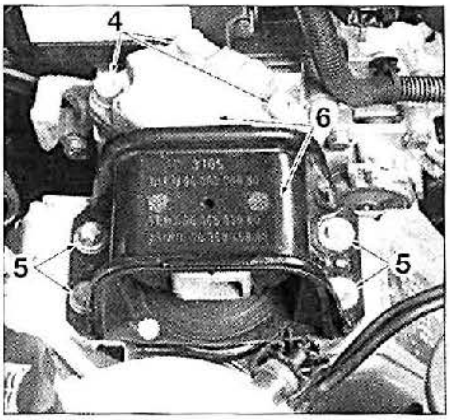
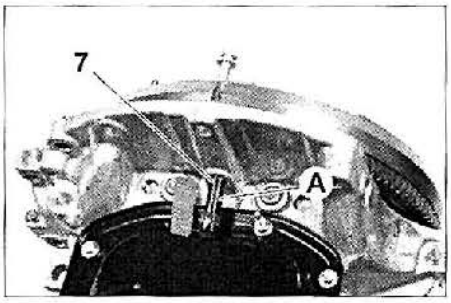
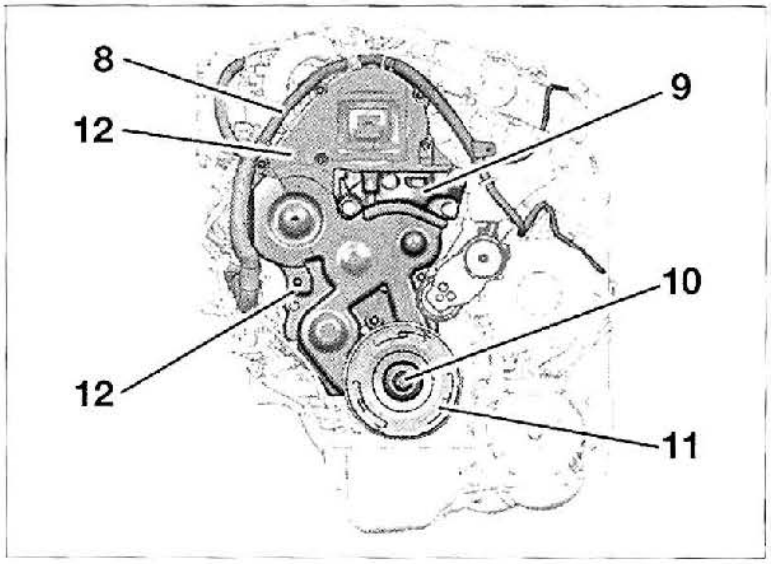

FIG. 5
FIG. 6
FIG. 7
- Desmontar **(fig. 5)**:
- el tornillo de fijación (4) y (5).
- los soportes motor (6).
- Inmovilizar el volante motor con un pasador (A) de 11,5 mm de diámetro y 55 mm de largo o del útil PSA 0194-C que debe colocarse en el taladro de calado (7) **(fig. 6)**.
- Separar el cableado eléctrico (8) del cárter de distribución **(fig. 7)**.
- Desmontar **(fig. 7)**:
- el soporte motor inferior (9).
- el tornillo de fijación de polea de cigüeñal (10).
- la polea de cigüeñal (11).
- las tapas de distribución (12).
- el pasador (A) del volante motor **(fig. 6)**.
- Montar el tornillo de fijación (10) de rueda dentada de cigüeñal **(fig. 7)**.
• Inmovilizar el volante motor con el pasador (A) **(fig. 6)**.
• Desmontar el tornillo de fijación (10) de rueda dentada de cigüeñal **(fig. 7)**.
• Montar **(fig. 7)**:
- el soporte motor intermedio derecho (9), apretar al par prescrito.
- la polea de cigüeñal (10), y apretar:
- los soportes motor derecho (6) **(fig. 5)**, y apretar los tornillos (4) y (5) a los pares prescritos
- el cableado eléctrico (8) en el cárter de distribución **(fig. 7)**.